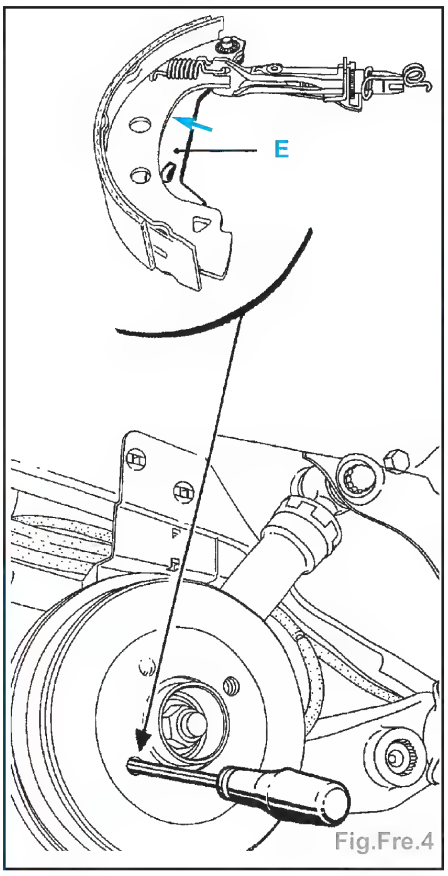

Fig.Fre.4
- Passer, par l'intermédiaire d'un trou de fixation de la roue sur le tambour, un tournevis, et pousser sur le levier de frein à main pour dégager l'ergot du segment de frein (E) (Fig.Fre.4).